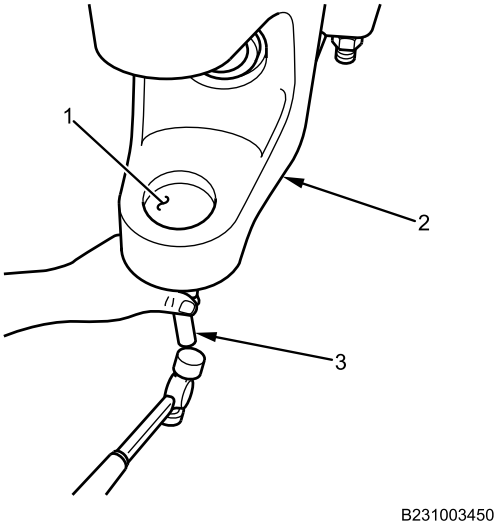

Figure 6. Socket Plug Installation.
2. Position concave side of new expansion plug (Figure 6, Item 1) in axle housing (Figure 6, Item 2) against counterbore in axle housing. Strike convex side of socket plug with punch (Figure 6, Item 3) to flatten and seat plug.